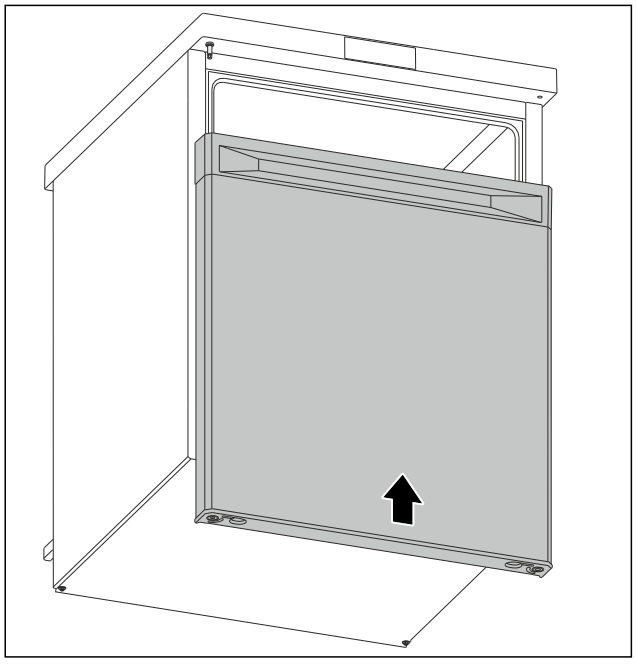

Fig. 15
▶ Når døren er lukket, skubbes den på den øverste bolt. (se Fig. 15)